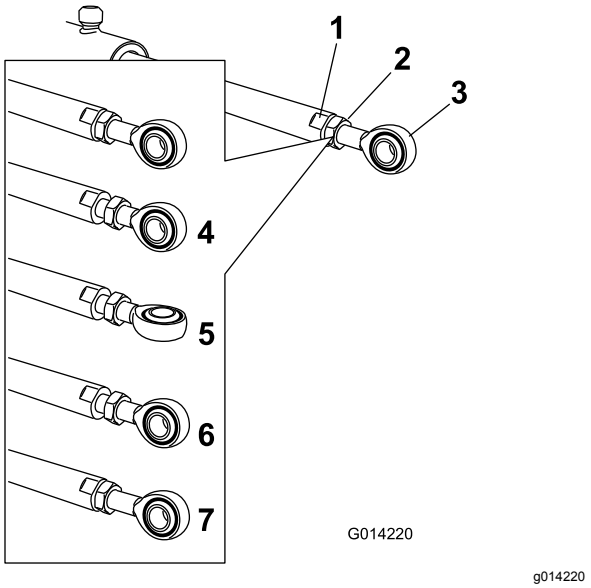

Figur 110
5. Bruk en skiftenøkkel på de flate sidene av aktuatorstangen for å sette den ut av funksjon, før du løsner låsemutterne slik at maljestangen kan justeres (Figur 110).
6. Skru på maljestangen i aktuatorstangen for å justere lengden for den forlengede aktuatoren til den ønskede posisjonen (Figur 110).